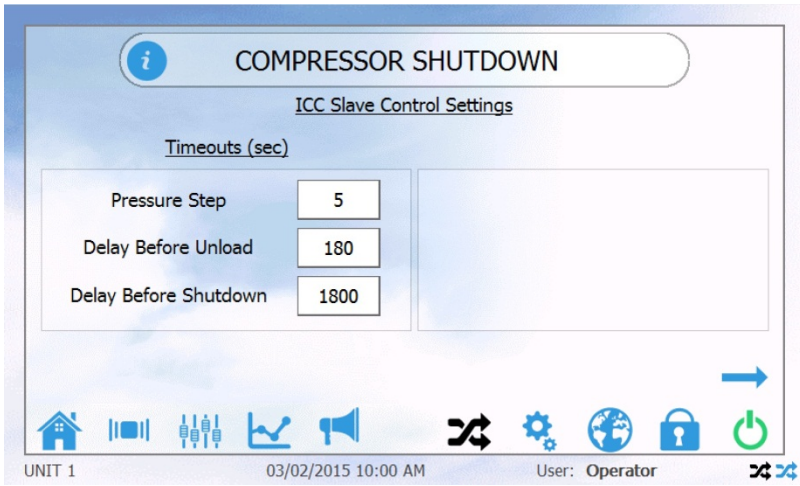

FIGURE 3-22
7. Once the master setup has been completed, access the ICC Slave Control Settings Screen on the master control panel by pressing the icon. Configure the ICC slave control settings to the desired values (see Chapter 6 of this manual for slave settings details). Reference Figure 3-22.